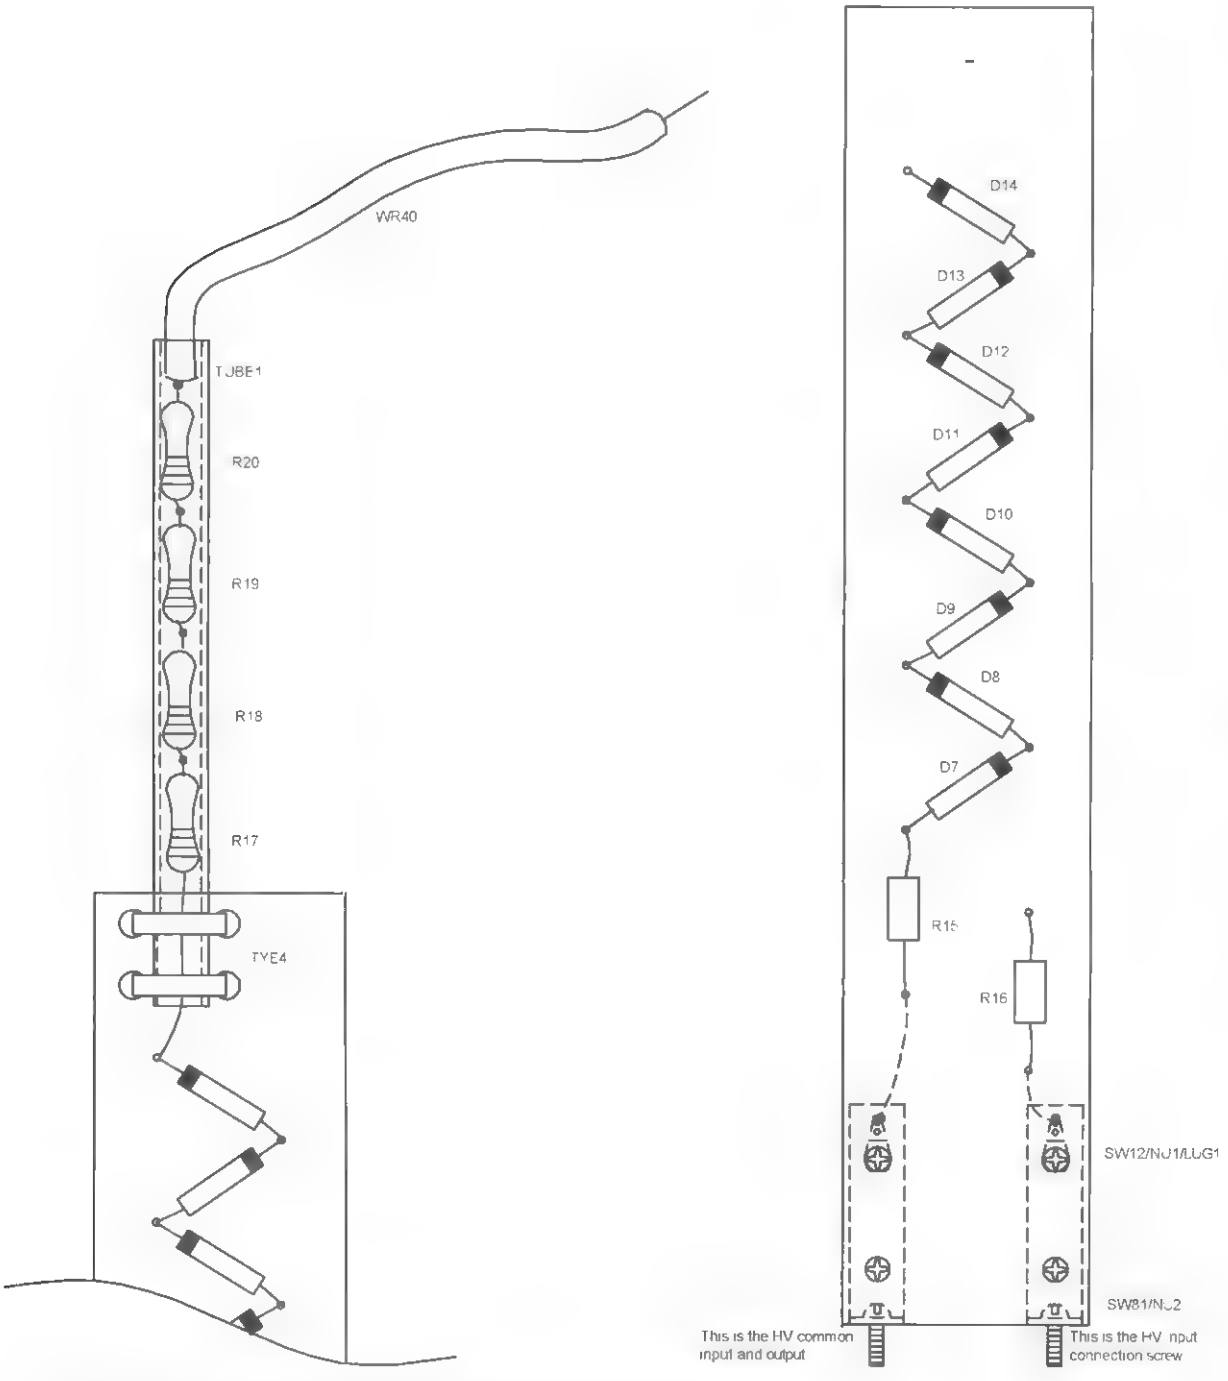

Figure 15-14 *Diode layout and wiring*
2. Assemble the diodes and components as shown in Figure 15-14, but do not solder at